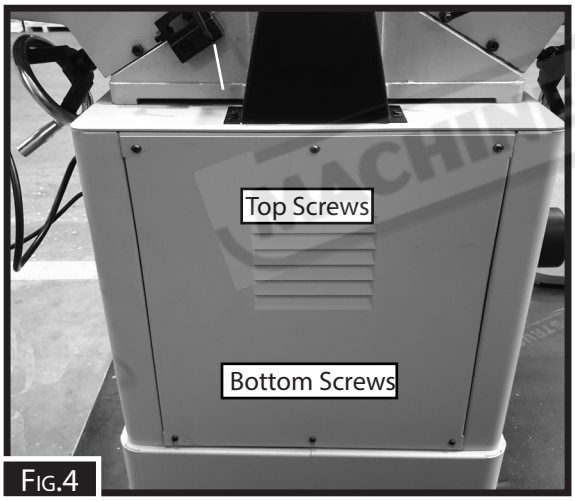

Fig.4
5. Remove the rear cover - by removing the three screws across the top and loosing them across the bottom. (Fig.4)